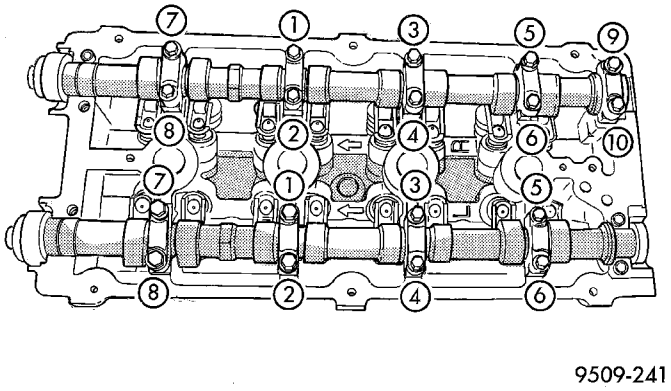

Fig. 25 Tapa de cojinete del árbol de levas— Secuencia de torsión
(1) Lubrique los gorrones de cojinete y los casquillos de levas con aceite limpio e instale los árboles de levas. Instale las tapas de cojinetes de árbol de levas derecho e izquierdo Nº 2 a 5 y derecho Nº 6. Apriete los dispositivos de fijación M6 con una torsión de 12 N·m (105 lbs. pulg.) en la secuencia mostrada en la (Fig. 25).